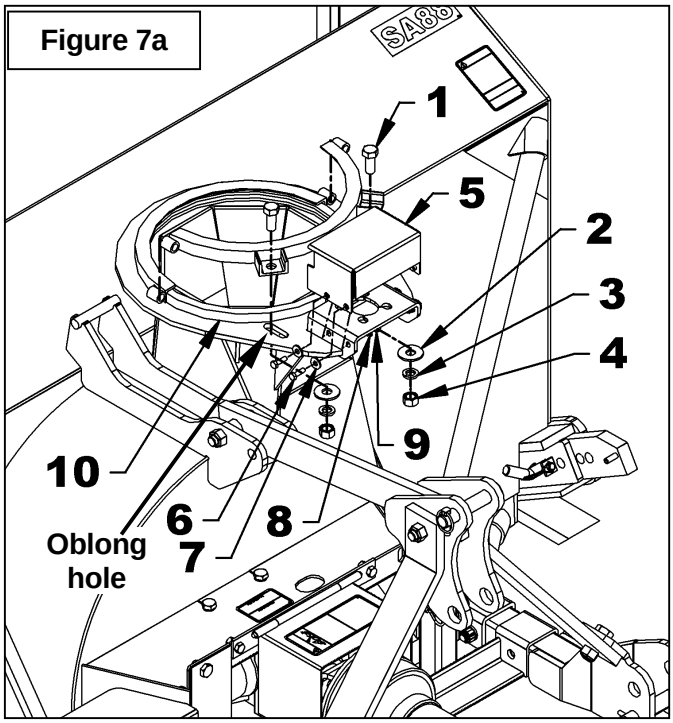
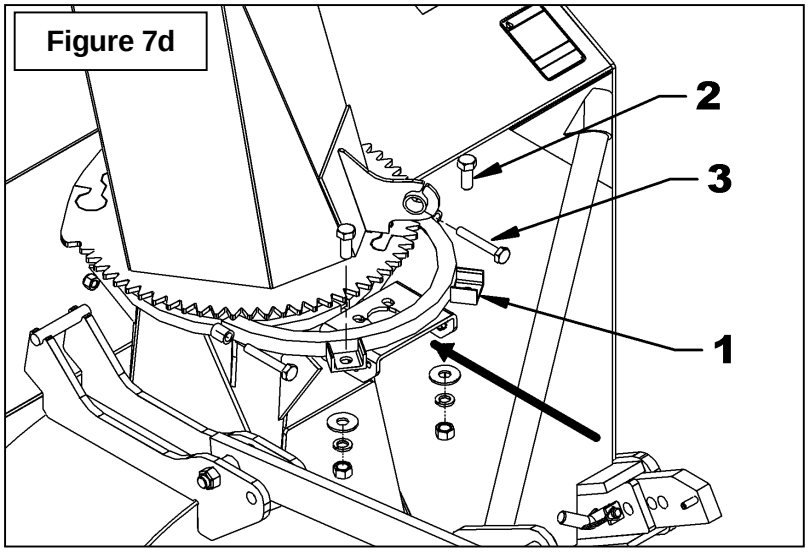

Figure 7a
Figure 7d
2. **Figures 7a:** Remove the retaining plate by removing the two 5/8" x 1 1/2" bolts, 11/16" flat washers, 5/8" lockwashers and 5/8" nuts (items 1-2-3-4).
3. **Figures 7a:** Remove the rotation bushing (item 10) and the gear shield (item 5) by removing the four 5/16" x 1" bolts, the 3/8" flat washers, the 5/16" lockwashers and the 5/16" nuts (items 6-7-8-9).
6. **Figure 7d:** Install the retaining plate (item 1) on the snowblower by curving each bushing end inside the retaining plate. Align the vertical holes of the retaining plate with the oblong holes (fig.7a) and fix with the two 5/8" x 1 1/2" bolts (item 2), 11/16" flat washers, 5/8" lockwashers and et 5/8" nuts. Do not tighten.
7. **Figure 7d:** Insert two 1/2" x 3 1/4" bolts (item 3) to join together the two retaining plates. Slightly hammer alternatively on the two bolt heads to bring closer the two retaining plates. If the retaining plate move back after hammering, screw slightly the 5/8" x 1 1/2" bolts (item 2). When the bolt ends (item 3) exceed the holes sufficiently, fix with two 1/2" nylon insert lock nut until the two retaining plates are approximately 1/4" apart.
8. **Figure 7d:** Tighten the 1/2" x 3 1/4" bolts (item 3) to reduce the gap between the retaining plates until chute turns with a slight resistance.
9. **Figure 7d:** Tighten securely the two 5/8" x 1 1/2" nuts (item 2) according to the ***Torque Specification Table*** at the end of the manual.